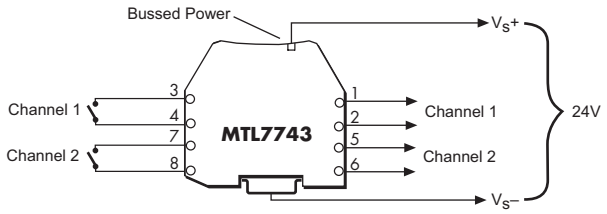

Figure 28: Test circuit for MTL7743
a) Connect the barrier as shown in figure 28.